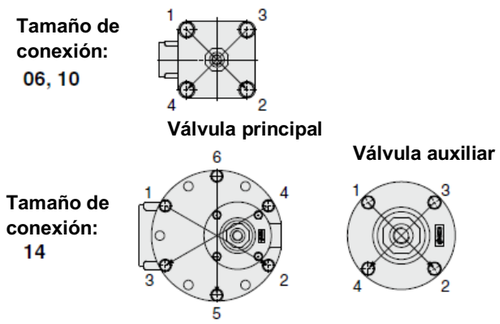

Fig. 6 - Secuencia de apriete de los pernos hexagonales
- Apriete los pernos hexagonales diagonalmente (ver fig. 6) conforme al par de apriete correcto que se muestra en la tabla inferior.